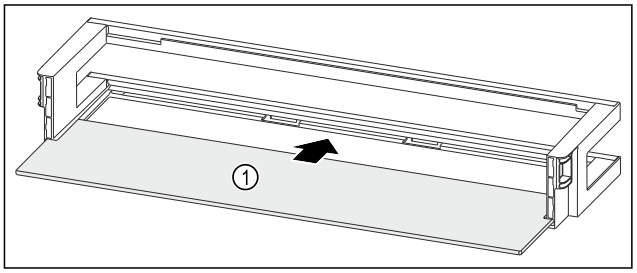

Fig. 135 Door racks with shelf
▶ Push the shelf *Fig. 135 (1)* into the side cutouts.